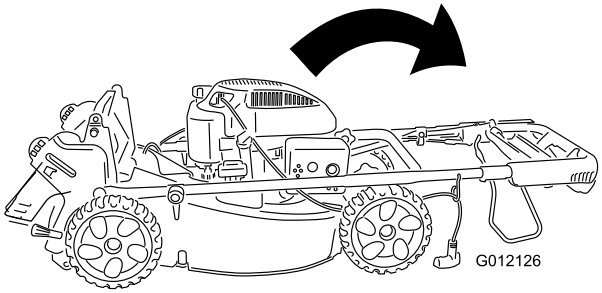

Figur 4
2. För försiktigt det övre handtaget framåt tills det är i linje med det andra handtaget och de kan kopplas ihop enligt Figur 4.